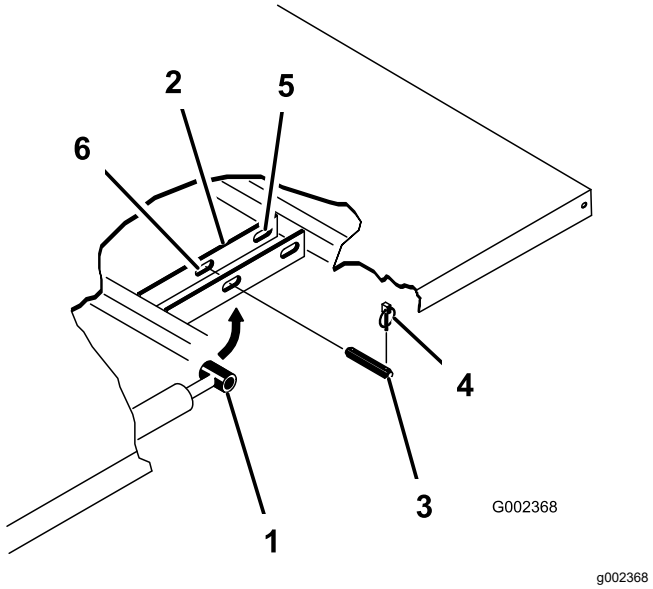

Figuur 23
3. Verwijder de lynchpennen van de uiteinden van de gaffelpennen van de cilinderstang (Figuur 23).
4. Verwijder de gaffelpennen waarmee de uiteinden van de cilinderstang vastzitten aan de bevestigingsplaten van de laadbak, door de pennen naar binnen te drukken (Figuur 23).
5. Verwijder de lynchpennen en de gaffelpennen waarmee de draaibeugels zijn bevestigd aan de framebalken (Figuur 23).